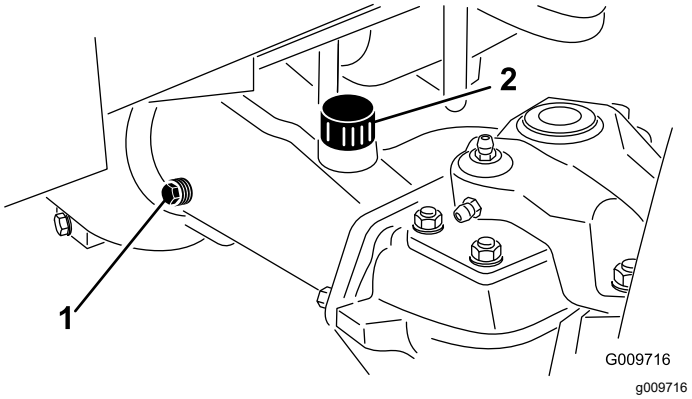

Figur 105
2. Fjern en kontrolprop fra én ende af akslen, og sørg for, at væskestanden når op til bunden af hullet (Figur 105).